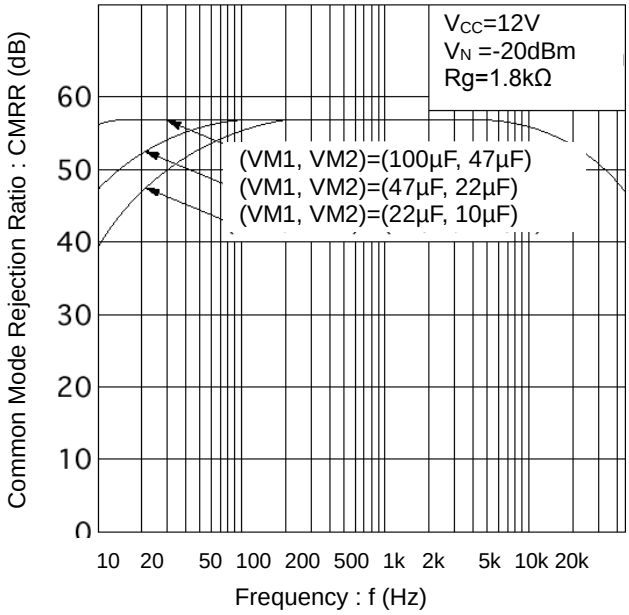

Figure 10. Common Mode Rejection Ratio vs Frequency
14. 2pin（VM1）のコンデンサの容量を 2 倍、半分に設定すれば、低域の CMRR は+6dB、-6dB となります (Figure 10)